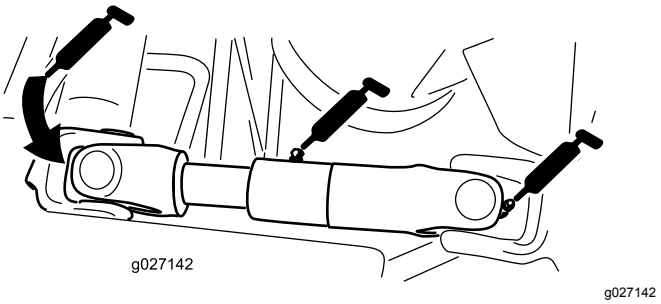

**Figur 44**
- U-ledd for pumpedrivaksel (3) (Figur 44)